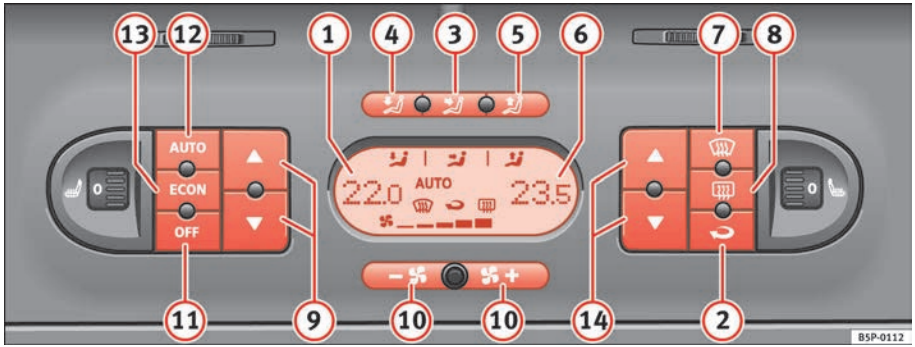

Fig. 131 On the dash panel: 2C Climatronic controls
– To enter manual mode, press one of the buttons ⇒ page 157, fig. 131 (3) to (5), ECON or press the air flow control (10). The symbol AUTO will disappear from the display.
– Press the button ⇒ page 157, fig. 131 (2) to switch air recirculation mode on or off. It is switched on if the following symbol appears in the display .